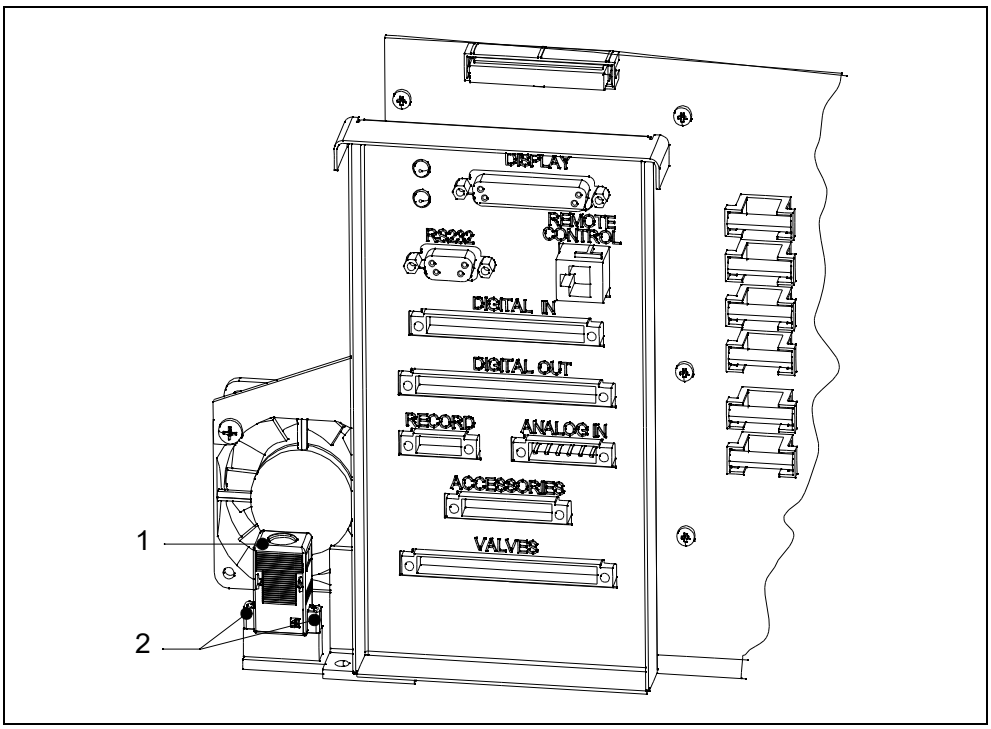

図 7-7 I•STICK の交換
- I • STICK を交換するために、I • STICK をコネクタに固定している 2 つのネジを解放します。詳細は図 7-7 を参照してください。